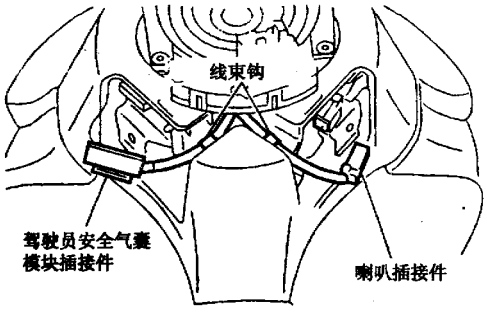

图 16-2-11 把喇叭插接件线束和驾驶员安全气囊模块插接件线束放到线束钩上
(3) 连接螺旋线插接件，并用螺钉紧固。安装转向柱盖。
(4) 安装方向盘，拉过螺旋线，如图 16-2-11 所示，把喇叭插接件线束和驾驶员安全气囊模块插接件线束放到线束钩上。